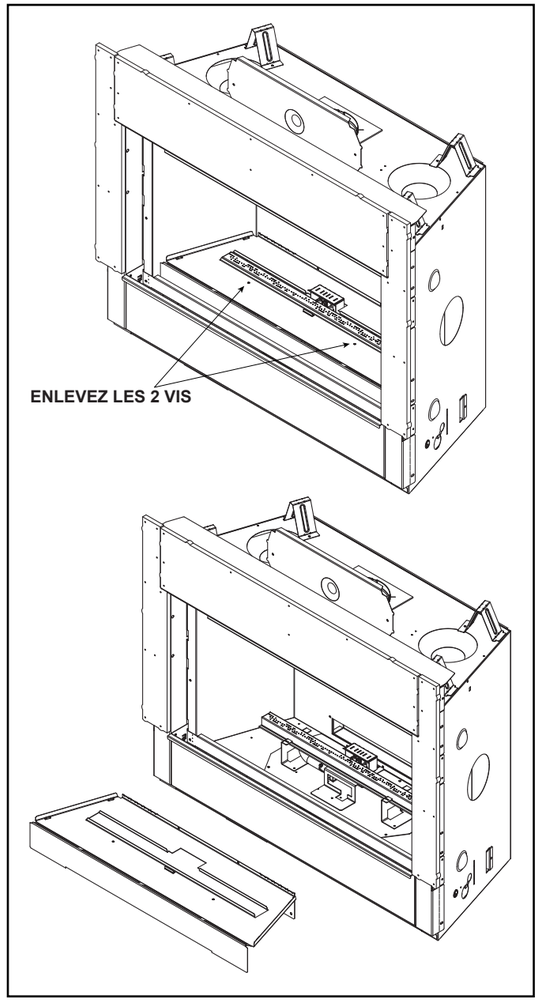

Figure 9.1 Retrait du bac de la base - RAVE42-IFT-B montré
1. Localisez et enlevez les deux vis maintenant le bac de la base à l'appareil. Voir la Figure 9.1. Retirez le bac de la base. Conservez les vis.